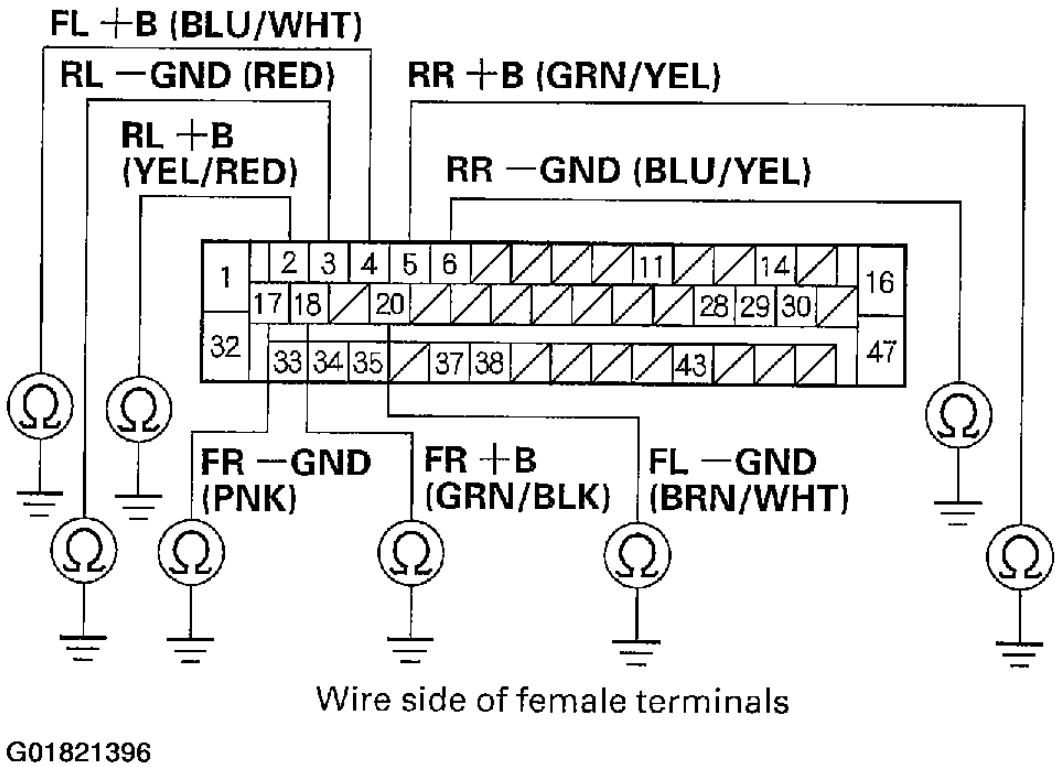

Fig. 31: Checking For Continuity Between Body Ground & The Appropriate Wheel Sensor + B & Gnd Terminals Of The VSA Control Unit 47P Connector
7. Check for continuity between body ground and the appropriate wheel sensor + B and GND terminals of the VSA control unit 47P connector individually (see **Fig. 30** and **Fig. 31**).